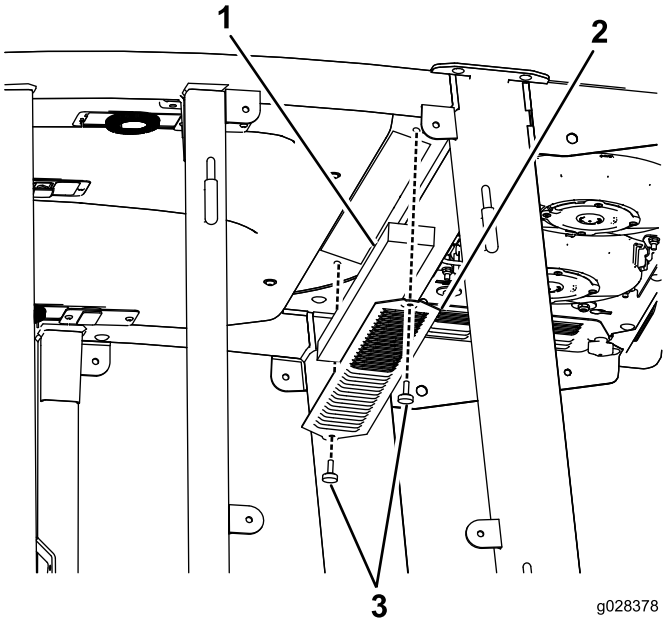
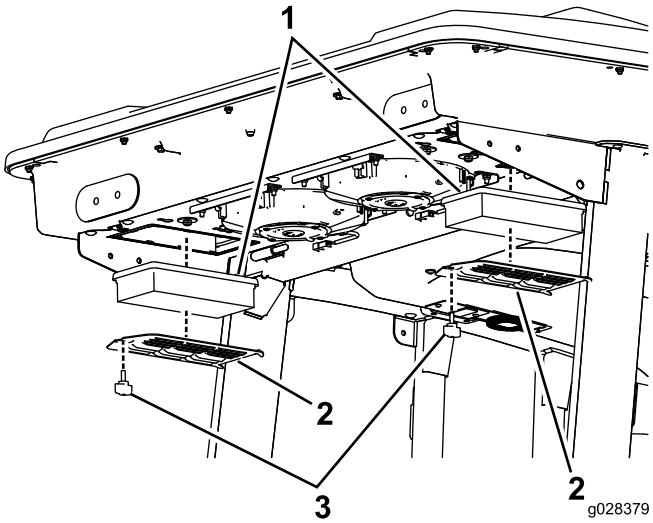
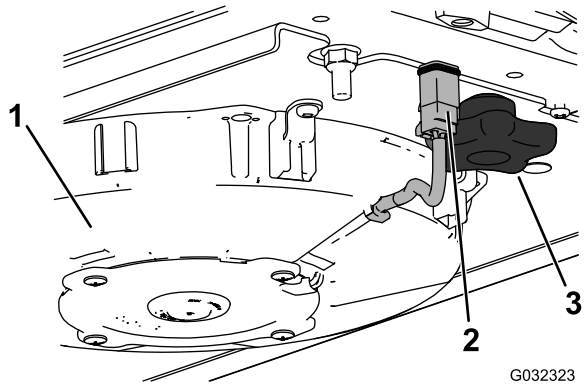
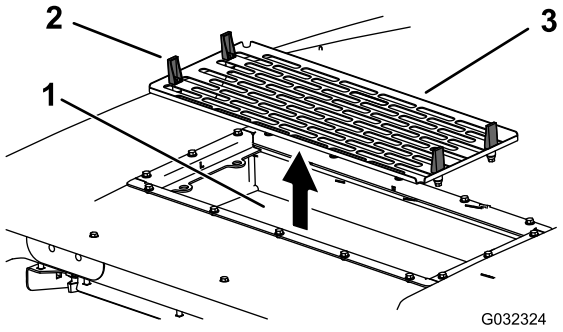

Figur 89
Figur 90
Figur 91
Figur 92
1. Ta bort de skruvar och galler som sitter över luftfiltren både i och bakom hytten (Figur 89 och Figur 90).
5. Ta bort luftfiltren (se Figur 90).
7. Montera luftfiltren, filtret och fläkten igen (Figur 90, Figur 91 och Figur 92).
8. Anslut kabeln för varje fläkt (Figur 91).